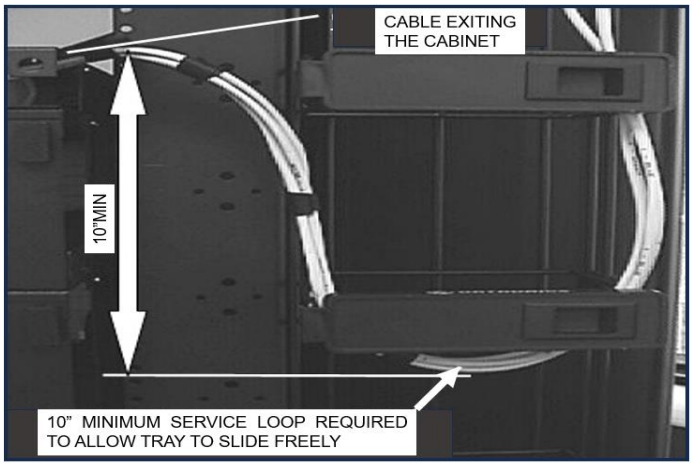

Figure 5
7.2) Construct a service coil approximately 10" in long, as shown in Figure 5, to allow the tray to slide out the front of the cabinet freely. Secure the cable to the Upper Strain Relief Bracket (Item 8) using a Cable Mgt. Strap (Item 4).